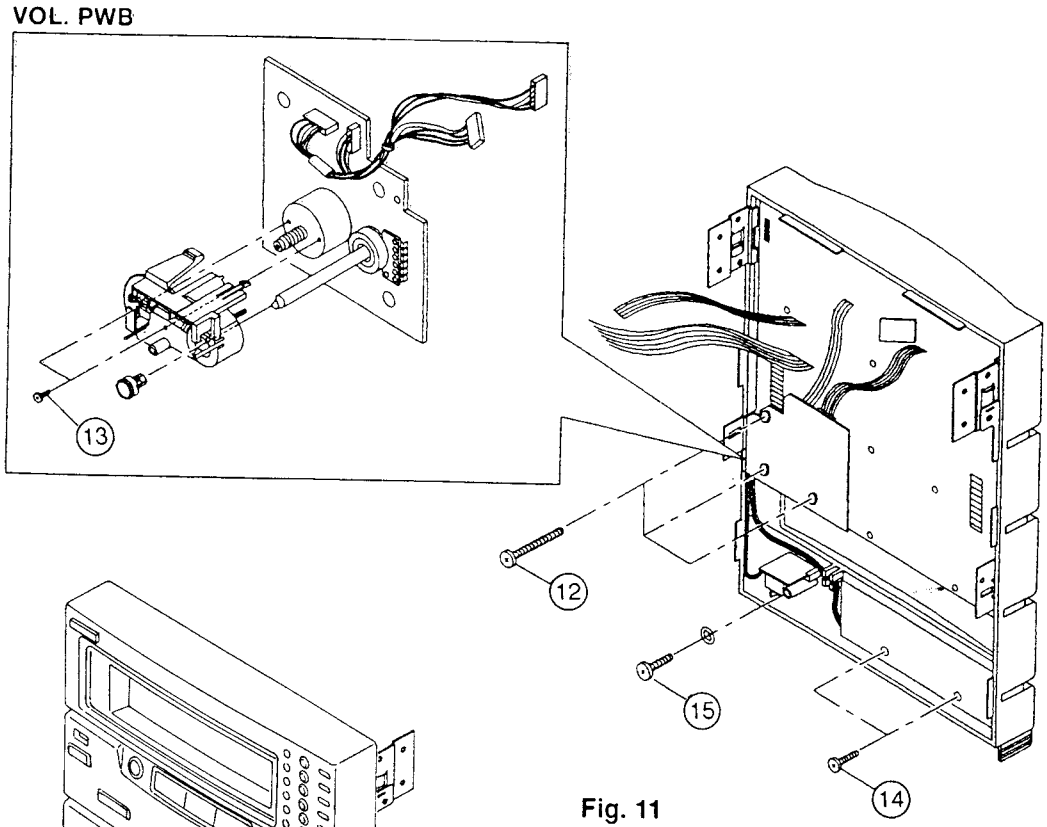
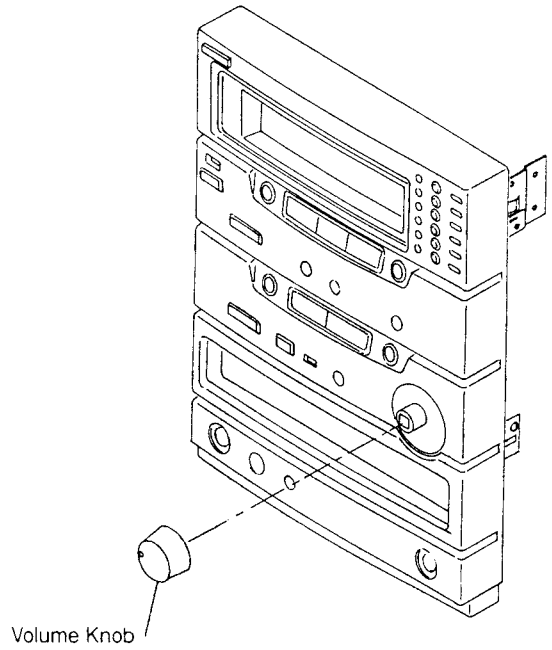

Fig. 11
Fig. 10
(1) Remove 1 screw ⑩ from each side of the center chassis.
(2) Remove 3 screws ⑪ from the bottom chassis.
(3) Pry open the left and right side of the latch and gently remove the front panel in the direction of arrow.
11. **Removal of Volume P.W.B. and Volume Gear (Fig 10 and Fig 11)**
(1) Remove 3 screws ⑫ from the Volume P.W.B.
(2) Pull out the volume knob.
(3) Remove 2 screws ⑬ from the Volume P.W.B. Remove the unit.
12. **Removal of Mic P.W.B. and Headphones P.W.B. (Fig 11)**